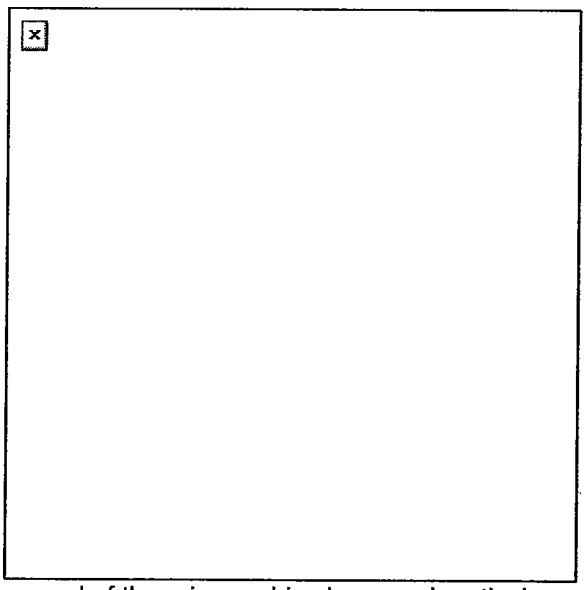

Figure 5. Removal of the primary drive lever and vertical cam assembly.
(2) Press down on the primary drive lever's pivot post. This releases the primary drive lever and vertical cam assembly (Figure 5).